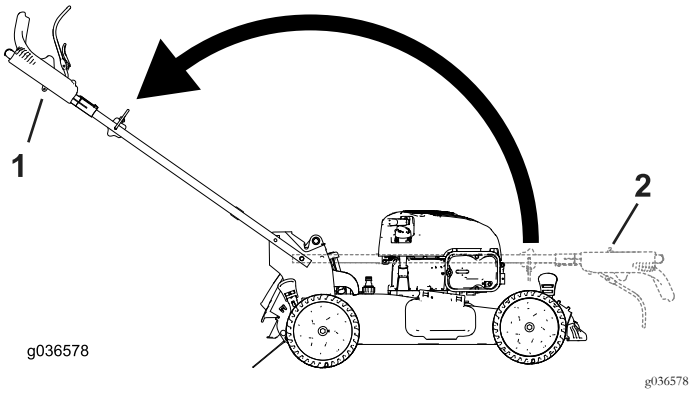

Rysunek 7
3. Rozłóż uchwyt do pozycji roboczej, obracając go do tyłu (Rysunek 7).